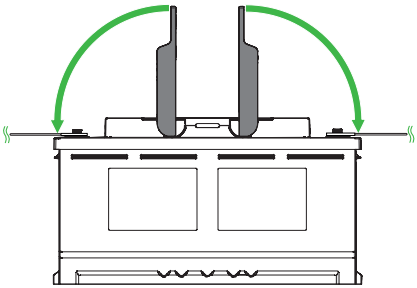

Abbildung 8. Platzieren Sie die Griffabdeckungen über die Anschlussklemmen
2. Schließen Sie die Last oder das Ladegerät an den X2 Pluspol der Lithium-Ionen-Batterie an. (Abbildung 8)
5. Setzen Sie die Griffabdeckungen auf die Pole. (Abbildung 8)